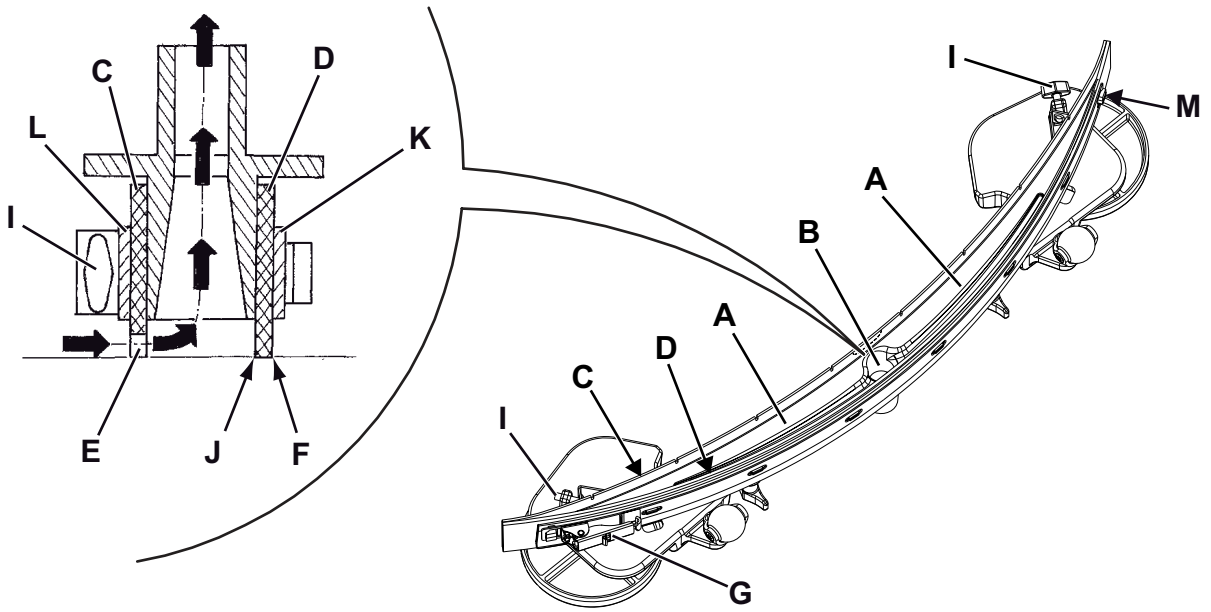

Figure 6
2. Insert the ignition key (58) and turn it to “I”.
3. Lower the squeegee (30) by pressing the push-button (63).
4. Turn the ignition key (58) to “0”.
5. Disconnect the vacuum hose (31) from the squeegee.
6. Loosen the handwheels (34) and remove the squeegee (30).
7. Wash and clean the squeegee. In particular, clean the compartments (A, Fig. 6) and the vacuum hole (B). Check that the front blade (C) and the rear blade (D) are integral and free from cuts and lacerations; if necessary replace them.
1. Clean the squeegee (Fig. 6) as shown in the previous paragraph.
2. Check that the edge (E) of the front blade (C) and the edge (F) of the rear blade (D) lay down on the same level, along their length; otherwise adjust their height according to the following procedure:
- Remove the tie rod (G), disengage the fastener (M) and adjust the rear blade (D); then engage the fastener and install the tie rod.
- Loosen the handwheels (I) and adjust the front blade (C); then tighten the handwheels.
3. Check the front blade (C) and rear blade (D) for integrity, cuts and tears; if necessary replace them as shown below. Check that the front corner (J) of the rear blade is not worn; otherwise, overturn the blade to replace the worn corner with an integral one. If the other corners are worn too, replace the blade according to the following procedure:
- Remove the tie rod (G), disengage the fastener (M) and remove the retaining strip (K), then replace/overturn the rear blade (D).
- Unscrew the handwheels (I) and remove the retaining strip (L), then replace the front blade (C).